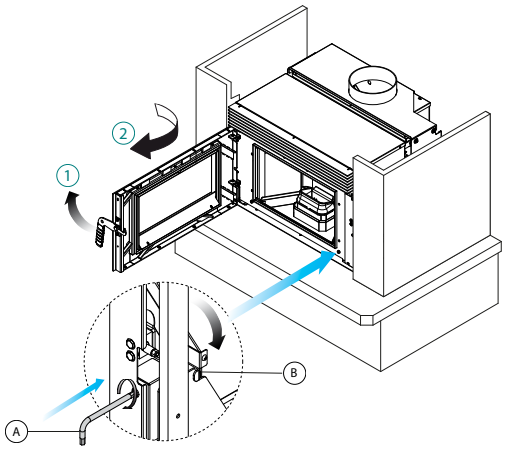

fig. 6.1.13
13) Abrir la puerta, insertar la llave Allen (A) en el alojamiento de bloqueo de seguridad ; girar la palanca de cierre en sentido horario, hasta (B) para bloquear las guías (fig. 6.1.13)